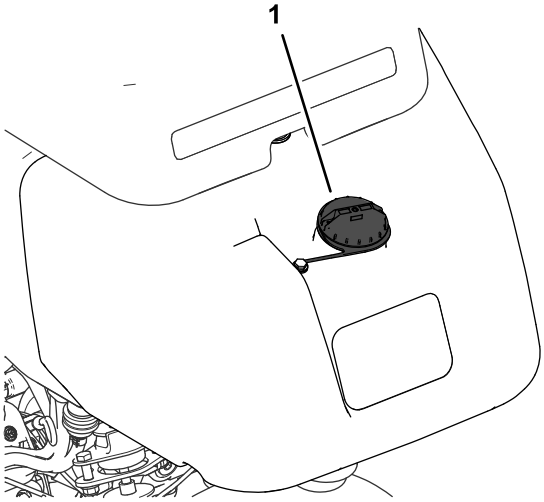

Rysunek 23
1. Oczyść obszar wokół korka wlewu paliwa i odkręć korek (Rysunek 23).